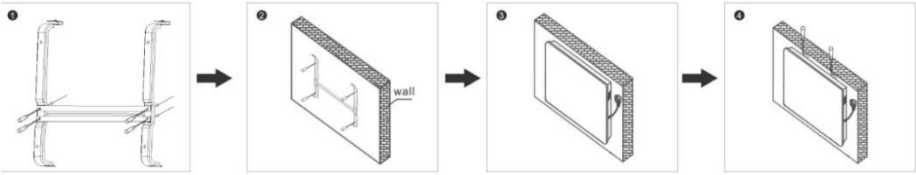

Fig. 2 Fixation murale
3. Fixez le support au mur à l'aide du kit de fixation murale fourni. Percez des trous du diamètre requis selon les marques de fixation, insérez les chevilles, fixez le support et serrez les vis, fixant ainsi le support au mur (**Fig. 2, p. 1,2**).
4. Accrochez l'appareil sur le support en alignant celui-ci avec les trous situés à l'arrière de l'appareil (**Fig. 2, p. 3**).
5. Serrez les vis sur la partie supérieure du support pour fixer le convecteur (**Fig. 2, p. 4**).